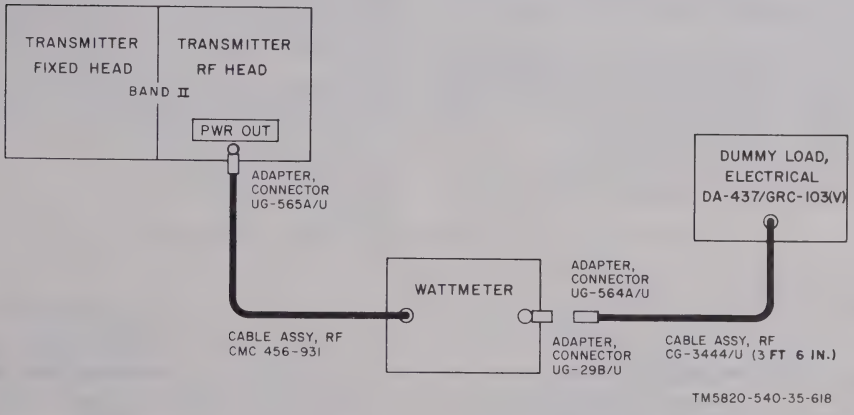

Figure 3-47. RF power monitor 37AR1A2 operational check, test setup.
(1) Connect the test equipment as shown in figure 3-47.
(2) Insert the coupler-detector CU-755/URM-120 into the wattmeter.
(3) Set the XMTR CHANNEL and XMTR TUNE controls to channel 760.
(4) Set the transmitter AC POWER switch to ON/RESET.
(5) Set the transmitter meter switch to PWR OUT and adjust the PWR OUT PEAK control for maximum indication on the meter. The wattmeter should indicate 21 watts minimum.